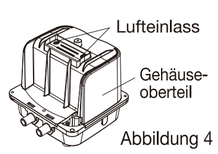

Abbildung 4
⑤ Kontrollieren Sie den Lufteinlass und vergewissern Sie sich, dass er nicht verstopft ist. (Abbildung 4)
⑥ Entfernen Sie den Staub am Gehäuseoberteil.
⑦ Bringen Sie den Filter an und prüfen Sie, ob die Filterdichtung richtig angebracht ist.